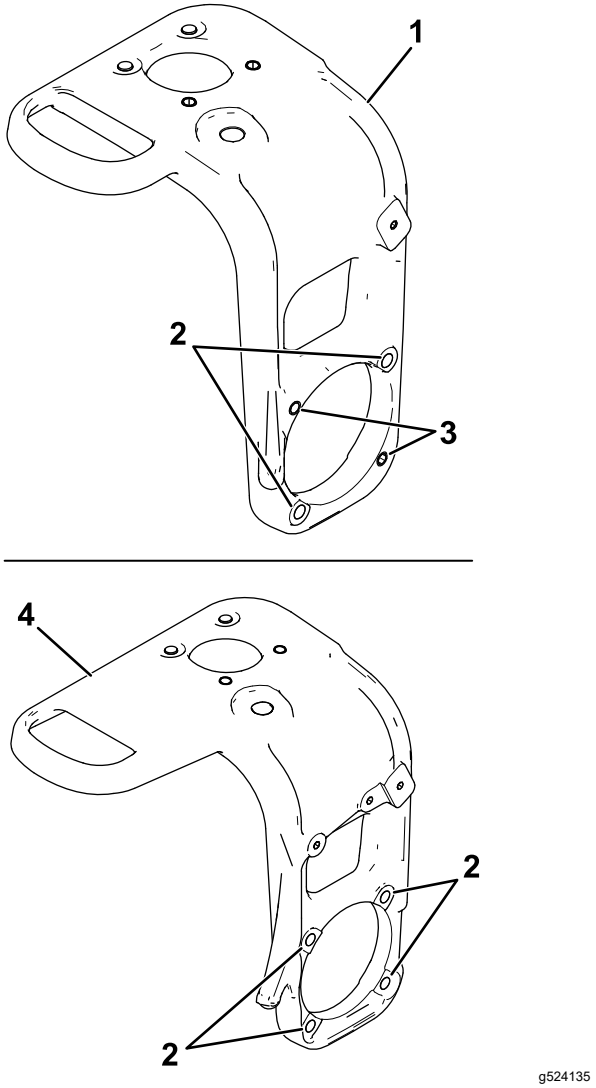

Figura 4
3. Identificate se la vostra macchina è dotata di una forcella della ruota orientabile con 4 fori filettati o una combinazione di 2 fori filettati e 2 fori passanti nel punto in cui il gruppo motore ruota si collega alla forcella della ruota orientabile (Figura 4).